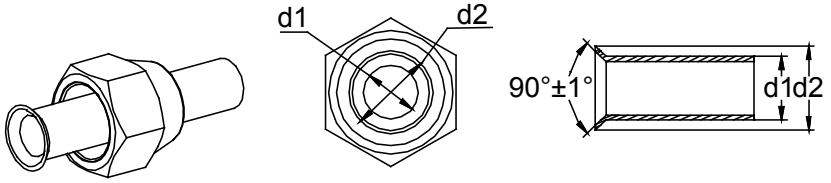

Fig. 4.1
(1) Use pipe cutter to cut the connection pipe in case it is unshaped.
(2) Keep the pipe downward in case cutting scraps get into the pipe. Clear away the burrs after cutting.
(3) Remove the flared nut connecting indoor connection pipe and outdoor unit. Then use flaring tool to fix the flared nut into the pipe (as shown in Fig.4.1).
(4) Check if the flared part is flaring evenly and if there is any crack.